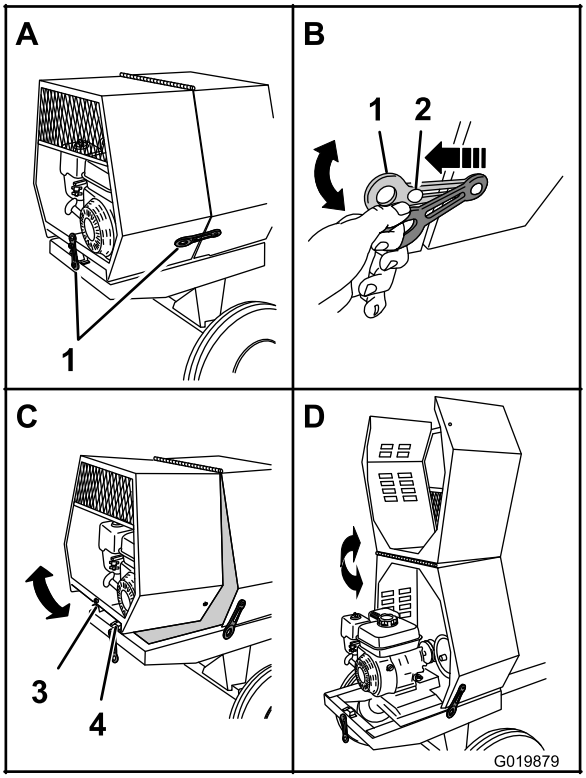

Figure 30
1. Du côté de la machine où les capots avant et arrière se rencontrent, tirez l'anneau de l'attache et détachez-le de l'ancrage sur le capot arrière (Figure 30).
3. À l'arrière de la machine, au point où le capot arrière rejoint le cadre, tirez l'anneau de l'attache et détachez-le de l'ancrage sur le capot (Figure 30).
4. Faites pivoter le capot arrière vers le haut et l'avant jusqu'à ce qu'il repose sur le capot avant (Figure 30).
1. Faites pivoter le capot arrière vers l'arrière et le bas jusqu'à ce que le récepteur situé en bas et au centre du capot soit aligné sur la fixation en V et à plat sur le cadre de la machine (Figure 30).
4. Répétez l'opération 3 de l'autre côté de la machine (Figure 30).